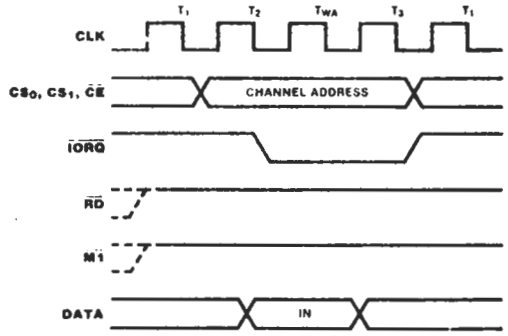

**Figure 10. Write Cycle Timing**
**Write Cycle Timing.** Figure 10 shows write cycle timing for loading control, time constant or vector words.